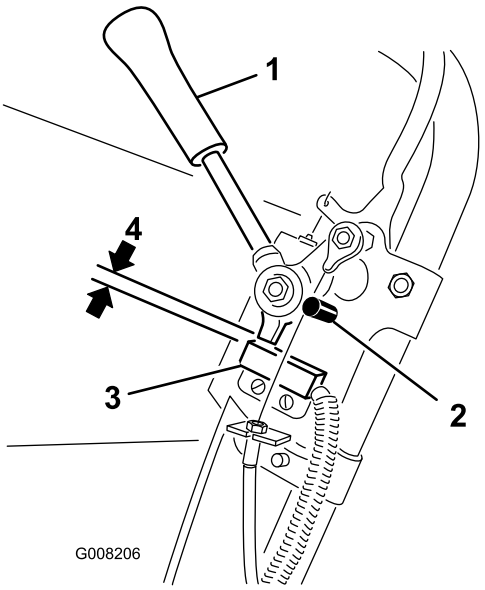

Bild 26
1. Stellen Sie sicher, dass der Motor abgestellt und der Fahrantriebshebel ausgekuppelt ist und den Neutralanschlag berührt (Bild 26).
2. Lösen Sie die Befestigungsschrauben des Sicherheitsschalters (Bild 26).
3. Legen Sie eine 0,8 mm dicke Beilagscheibe zwischen dem Fahrantriebshebel und dem Sicherheitsschalter (Bild 26).